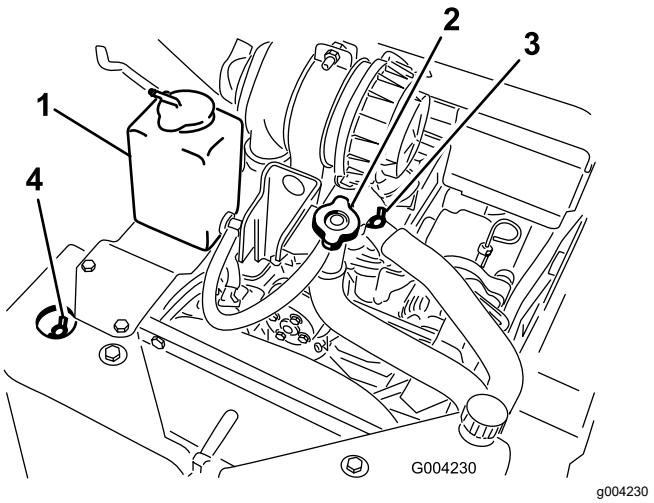

Figura 51
A. Retire el tapón de llenado de refrigerante (Figura 51).
B. Abra las válvulas de purga de refrigerante delantera y superior (Figura 51).
C. Vierta refrigerante por el cuello de llenado de refrigerante hasta que el refrigerante empiece a salir de la válvula de purga de refrigerante delantera (Figura 51).
D. Cierre la válvula de purga de refrigerante delantera (Figura 51).
E. Vierta refrigerante por el cuello de llenado de refrigerante hasta que el refrigerante empiece a salir de la válvula de purga de refrigerante superior (Figura 51).
F. Cierre la válvula de purga de refrigerante superior (Figura 51).
G. Vierta refrigerante en el cuello de llenado de refrigerante hasta que el nivel de refrigerante llegue al cuello de llenado (Figura 51).
H. Coloque el tapón de llenado de refrigerante (Figura 51).
I. Añada refrigerante al depósito de expansión hasta que llegue a la marca de Lleno del lateral del depósito (Figura 51).